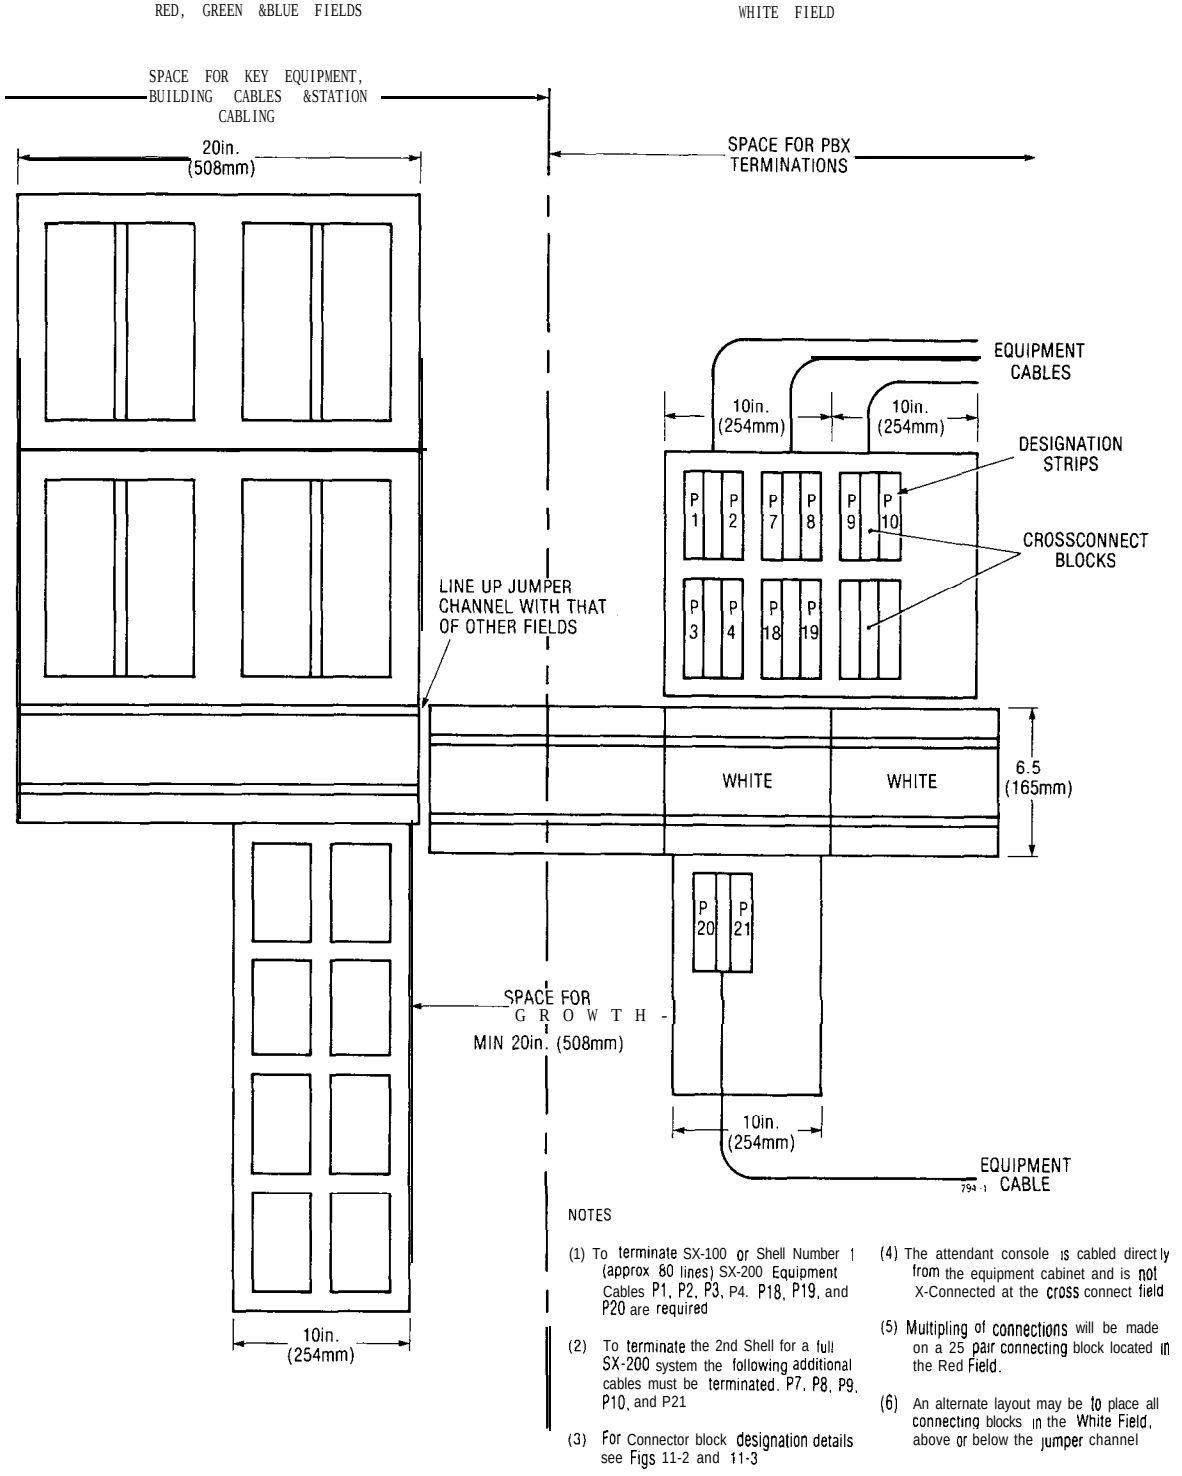

Fig. 11-1 Typical Terminal Layout
11.02 This part describes one method of identification. Modular cross-connecting fields are referenced to throughout this description as the SX-200 system crossconnection may show the cross connect field with other PBX equipment. This procedure for terminating the cables and equipment are shown in Table 11-I and Fig. 11-1, 11-2 and 11-3.